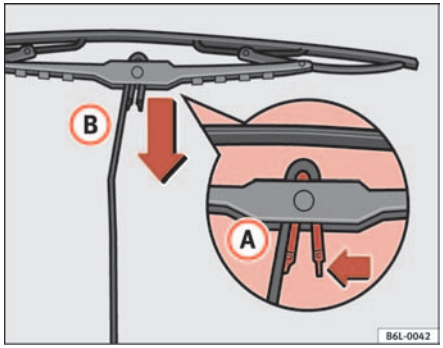

Fig. 125 Changing the rear window wiper blade
– Press the retaining spring in direction (A) ⇒ fig. 125.
– Unhook wiper blade in direction of arrow (B) and remove it from the wiper arm in the opposite direction.